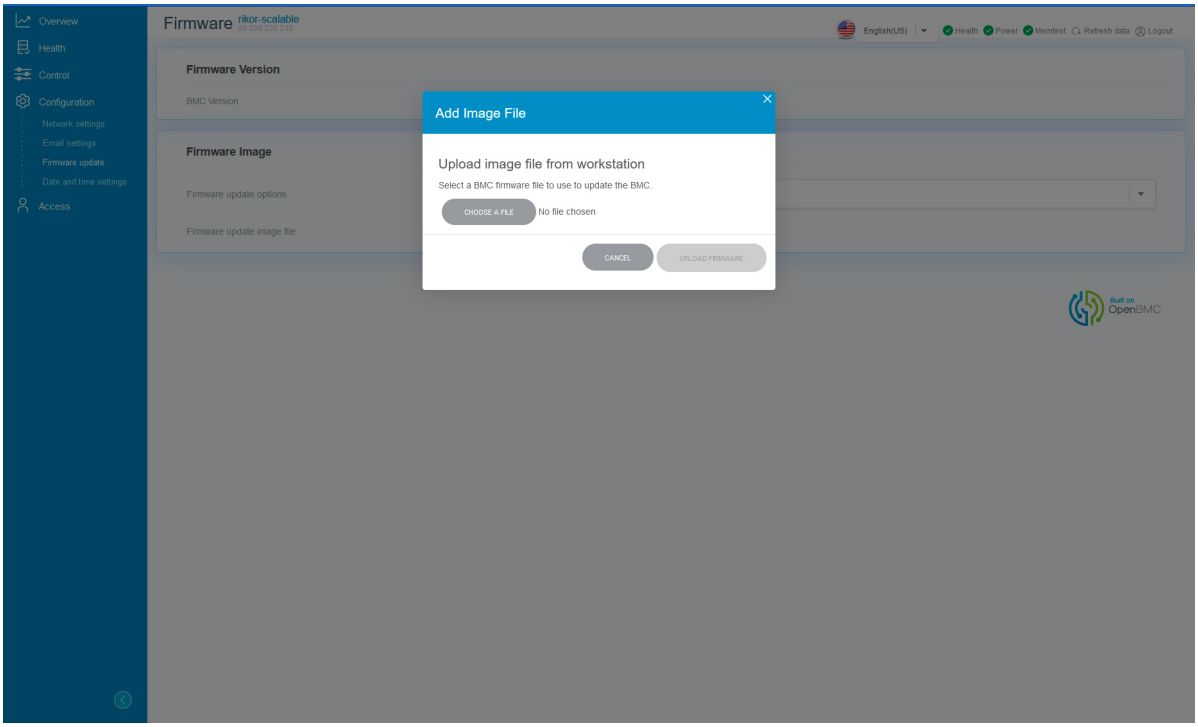

Рис. 89. Окно добавления новой прошивки
3) В появившемся окне нажмите на кнопку «CHOOSE A FILE». Окно показано на рис. 89 Окно добавления новой прошивки